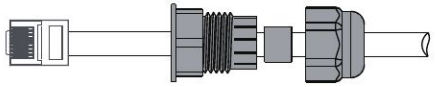

Figura 4.8-3 Conexión del cable de cierre remoto
Paso 3-2 Para apagado remoto: pase el cable a través de la placa de acero y luego cablee desde los pines 5 y 6. La Tabla 4.5-1 describe la definición de los 6 pines del puerto; el cableado se muestra en la Figura 4.8-3.